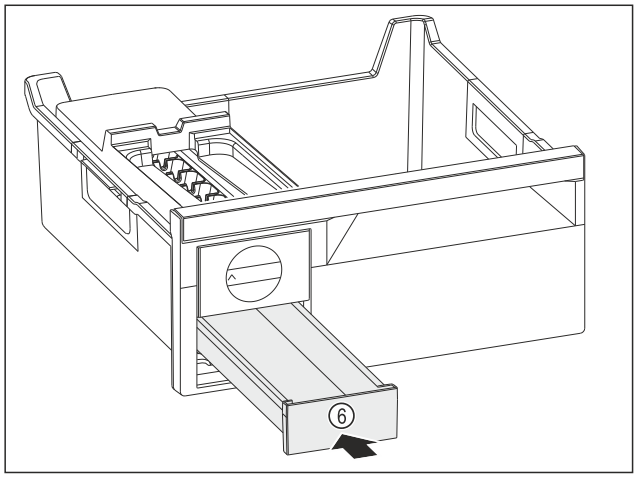

Fig. 168
▶ Insert the ice cube tray *Fig. 168 (6)*.